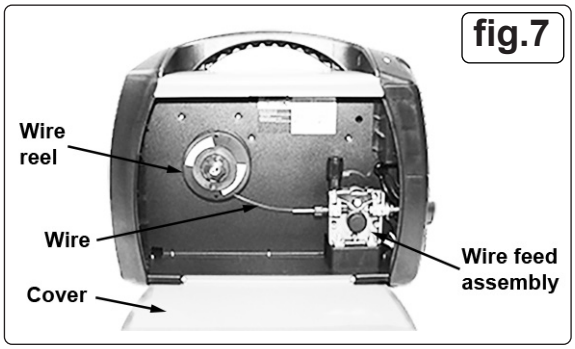

fig.7
6.3.2. Slide the wire reel onto the reel holder (fig.7).
6.3.3. Reattach the star knob, spring and retaining disc and fully tighten (fig.7).
6.3.4. Ensure that the wire is spooling off from the bottom of the wire reel in the direction of the wire drive unit (fig.7).
6.4.4. Straighten 50-100mm of wire and gently push it through the flexible metal sheathed cable (fig.7) over the feed roller groove and then into the torch cable liner.